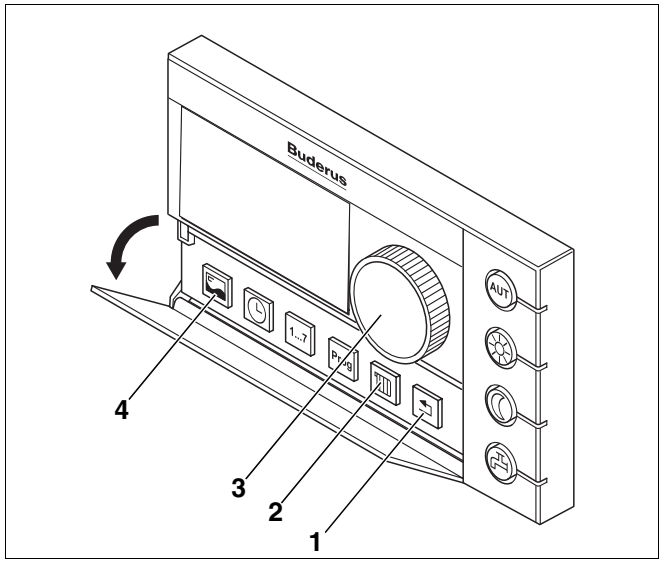

Rys. 15 Moduł obsługowy RC30
Poniżej opisano sposób odpowietrzenia przewodu olejowego przy pomocy sterownika RC30 (rys. 15).
- Wywołać poziom serwisowy w module obsługowym RC30, naciskając jednocześnie przyciski "Wskazanie", "Obieg grzewczy" i "Powrót" (rys. 15, **poz. 4**, **2**, **1**, strona 17). Na wyświetlaczu pojawia się napis "MENU SERWIS JĘZYK".
- Przy pomocy pokrętła (rys. 15, **poz. 3**, strona 17) wybrać "MENU SERWIS TEST PRZEKAŹNIK".
- Przycisnąć przycisk "Wskazanie" (rys. 15, **poz. 4**, strona 17) i wybrać przy pomocy pokrętła punkt "TEST PRZEKAŹNIK EMS".
- Nacisnąć kilkakrotnie przycisk "Powrót" (rys. 15, **poz. 1**, strona 17), aż wyświetli się wskazanie temperatury w pomieszczeniu.